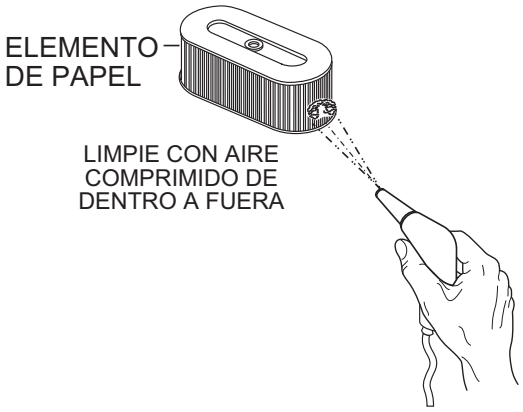

Figura 18. Limpieza del elemento de papel
3. Para limpiar el elemento del filtro de aire de papel según se indica en la (Figura 18), golpee el elemento del filtro varias veces sobre una superficie dura para quitar la suciedad, o sople aire comprimido (no se debe exceder 30 psi (207 kPa, 2,1 kgf/cm²) por el elemento del filtro desde la parte interior hacia el exterior.